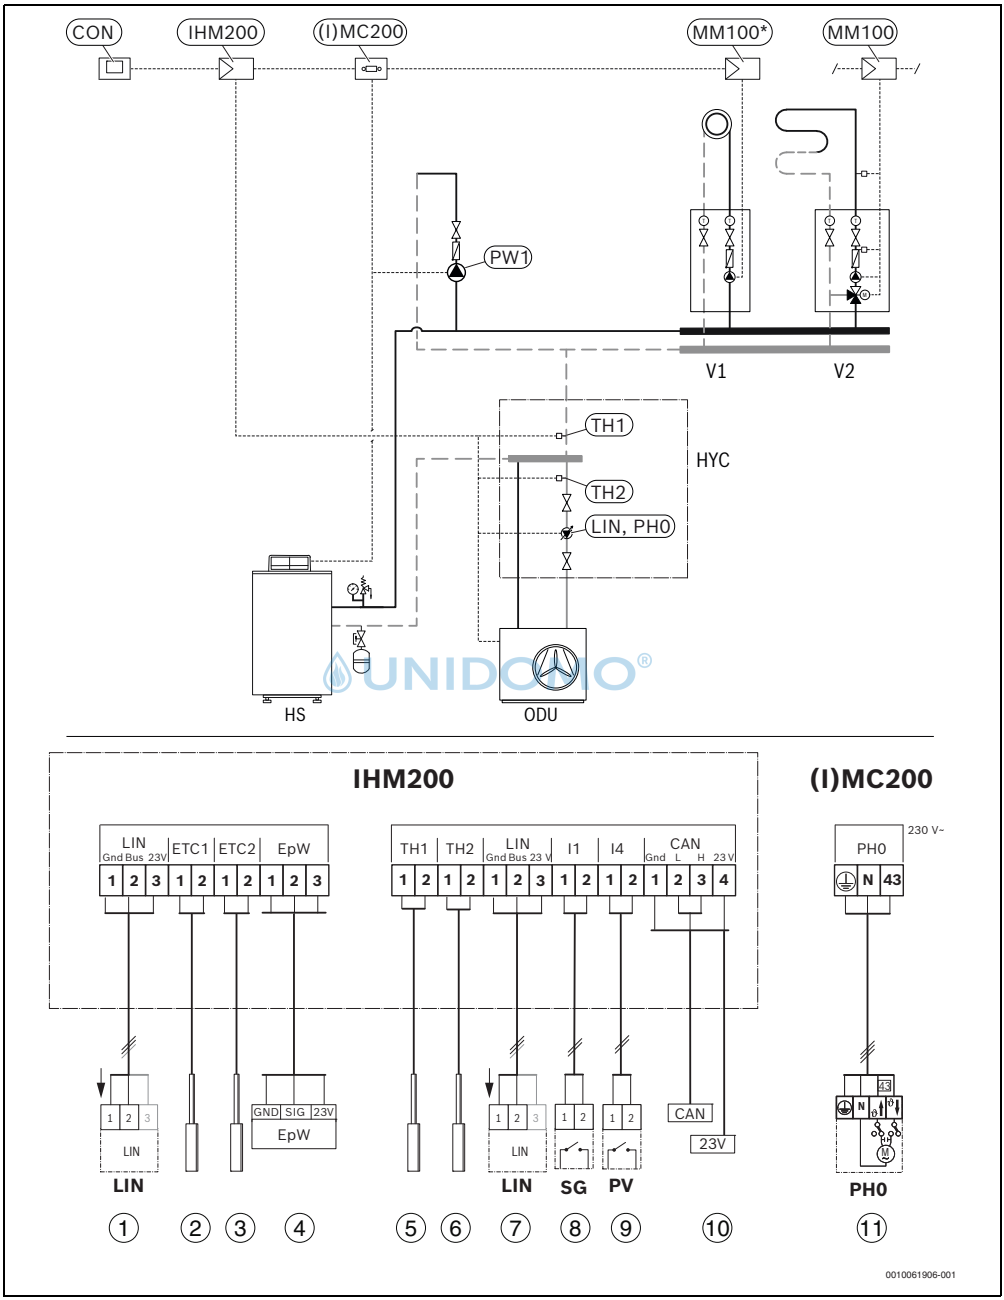

Afb. 6 Voorbeeld hydraulisch systeem: Hybride systeem met vloerstaande cv-ketel en bypass, geen warmwaterbereiding en 1–4 gemengde cv-circuits
- Op de uitgang PH0 van de regelaar (I)MC200 kan alleen de pomp UPM3-LIN van de toebehoren HF-Set HYC25-2 of HF-Set HYC40-2 (B) worden aangesloten.
- Het warmwatersysteem I moet altijd op de regelaar (I)MC200 van de conventionele warmteproducent worden aangesloten.
- Wanneer geen warmwatersysteem wordt gebruikt, moet op de regelaar (I)MC200 van de conventionele warmteproducent op uitgang PW1 een bypass-pomp voor de ontdooiing worden aangesloten(→ afb. 6). Geen warmwatertemperatuursensor aansluiten en in de bedieningseenheid **Geen warm water** instellen.
Hybride systeem met vloerstaande cv-ketel en bypass, geen warmwaterbereiding en 1–4 gemengde cv-circuits	Afb. 6